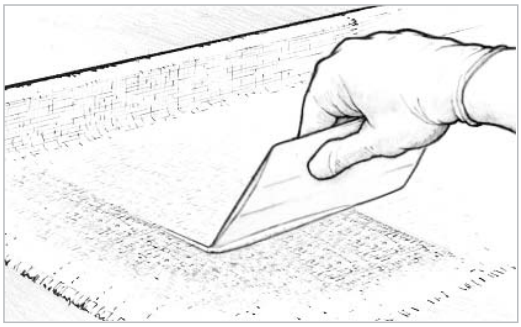

Figure 9-18 *Squeegee away excess epoxy before the first batch begins to gel.*
7. Squeegee away excess epoxy before the first batch begins to gel *(Figure 9-18)*. Drag the spreader over the fabric, using even-pressured, overlapping strokes. Use enough pressure to remove excess epoxy that would allow the cloth to float off the surface, but not enough pressure to create dry spots. Excess epoxy appears as a shiny area, while a properly wet-out surface appears evenly transparent, with a smooth, cloth texture. Later coats of epoxy will fill the weave of the cloth.